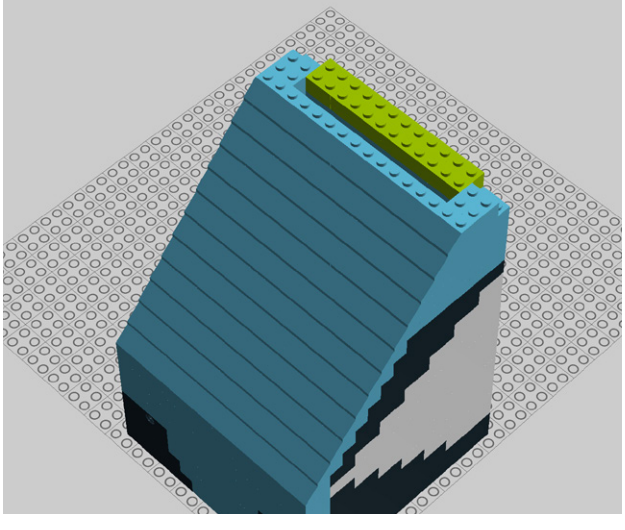

Figure 9-76. *Step 71: Attaching more bricks*
71. Next, add two 2x2 and two 2x4 translucent bricks (Figure 9-76).